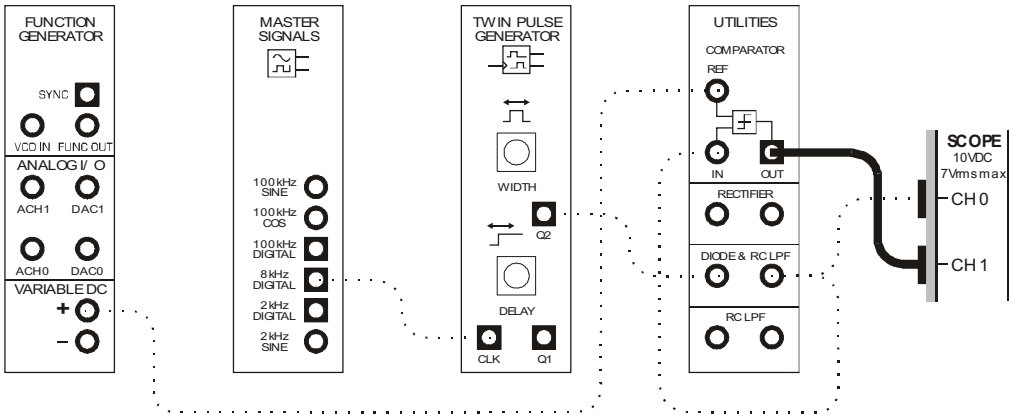
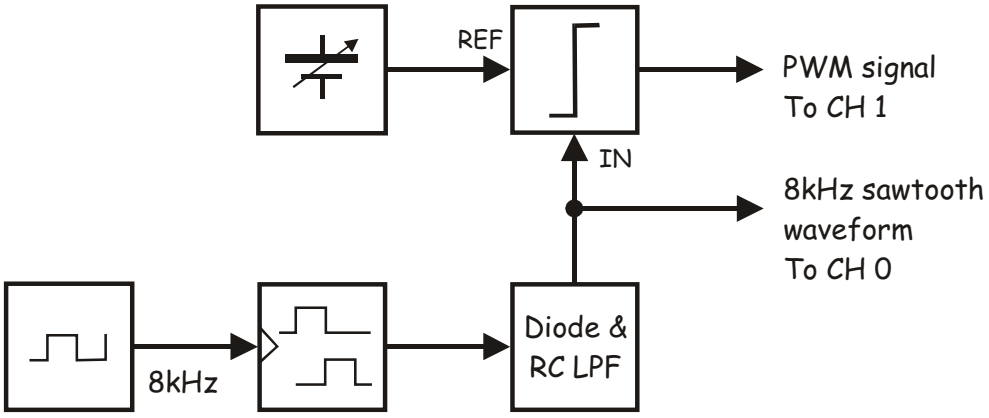

Figure 8
Figure 9
21. Modify the set-up as shown in Figure 8 below.
The new scope connections in Figure 8 can be shown using the block diagram in Figure 9 below.